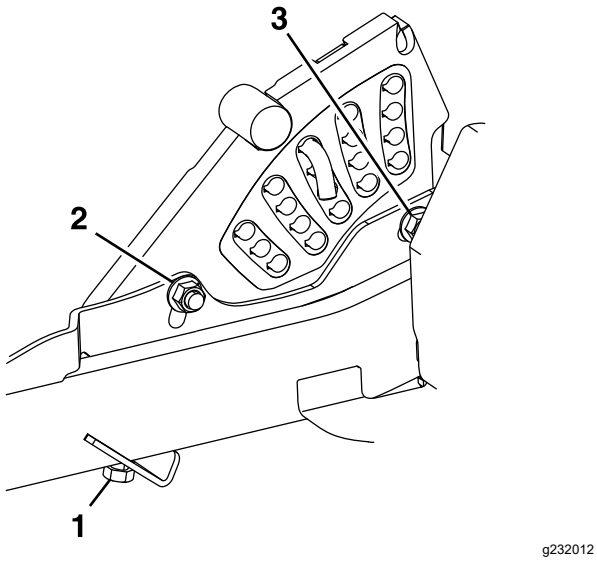

Figura 78
11. Se os quatro ajustadores da plataforma não tiverem ajuste suficiente para alcançar a altura correta de corte com o ancinho, pode ajustar o sistema de ponto único (Figura 78).
12. Para ajustar o sistema de ponto único de ajuste, desaperte primeiro os parafusos de montagem da placa de altura de corte frontal e traseira (Figura 78).
14. Aperte os dois parafusos na parte inferior da placa da altura de corte (Figura 78).